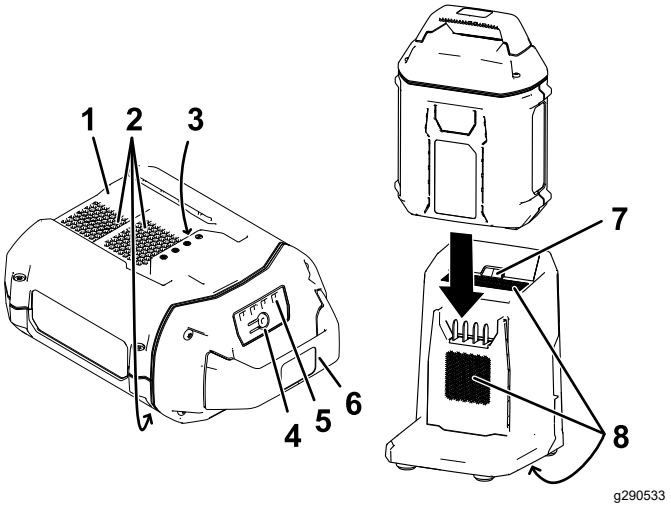

Figur 20
2. Ret fordybningen i batteripakken (Figur 20) ind efter tungen på opladeren.
3. Skub batteripakken ind i opladeren, indtil den sidder helt på plads (Figur 20).